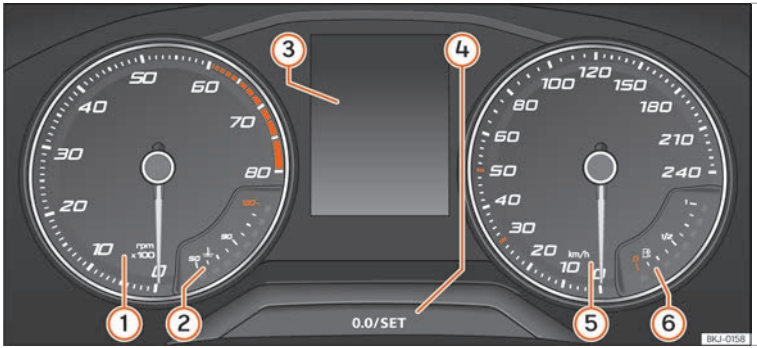

Fig. 65 Monochrome instrument cluster on the dash panel.
Details of the instruments ››› Fig. 65:
- Briefly press the button 0.0/SET ››› Fig. 65 4 to reset the trip recorder to 0.